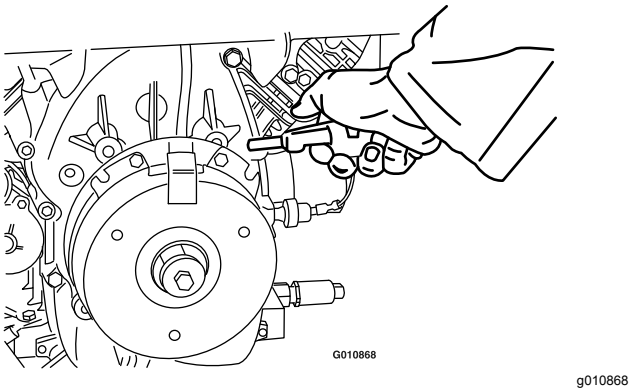

Figuur 73
2. Blaas met een behulp van perslucht al het vuil onder de remstang en rond de afstandsstukken van de rem weg (Figuur 73).